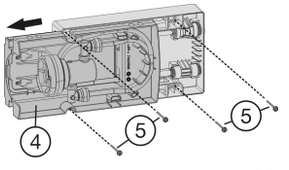

*Fig. 38*
- ▶ Sortir le tiroir *Fig. 38 (4)* jusqu'à la position d'arrêt.
- ▶ Fixer le module à l'aide de 4 vis *Fig. 38 (5)* à l'avant à travers les trous oblongs et à l'arrière directement à travers le module.